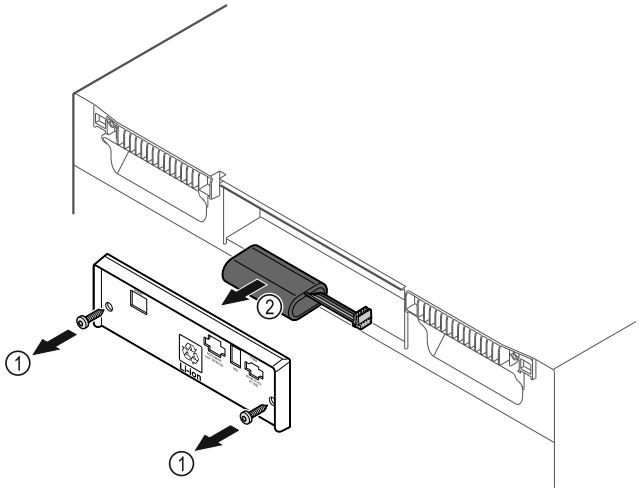

Fig. 184
▶ Deșurubați șuruburile și scoateți capacul de pe partea din spate a aparatului *Fig. 184 (1)*.
▶ Deconectați și scoateți bateria *Fig. 184 (2)*.